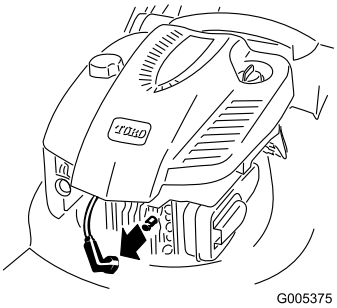

Figura 27
2. Staccate il cappellotto dalla candela (Figura 27) prima di eseguire interventi di manutenzione.